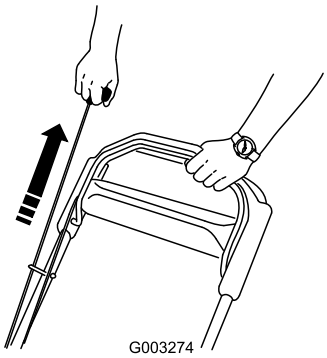

Figur 14
2. Træk i tilbageslagsstarterhåndtaget (Figur 14).